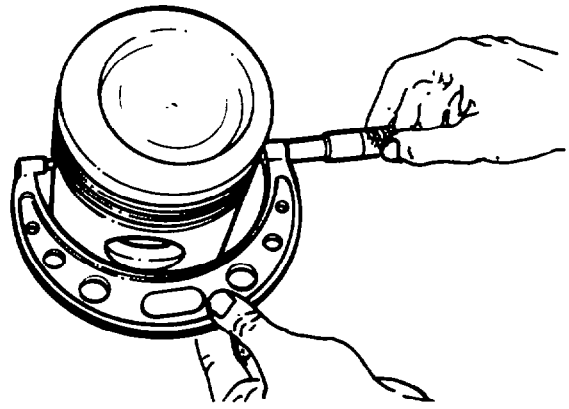

Fig. 77 — Measuring Piston
b. Measure the diameter of the piston; take the measurement across the major axis of the piston skirt approximately 12 mm (0.5 in.) below the oil-control ring groove (see fig. 77). Measure the internal diameter of the cylinder bore and compare the two measurements to obtain the piston-to-liner running clearance; the measurements must be within specifications (refer to Table 3). Stamp the cylinder number into one of the valve recesses in the piston crown. Repeat this process for each piston.